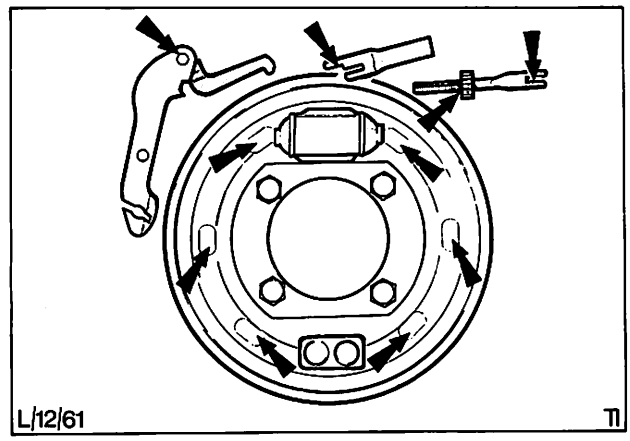

Abb. 40 Bremsbackenauflagen, Drehzapfen und Druckstangengewinde
5. Drehzapfen des Schwinghebels sowie Druckstangengewinde und Ratschenrad vor dem Einbauen mit Fett nach Ford-Spezifikation SM-1C-1024A (Graphitöl und Lithiumfett) leicht schmieren. Außerdem Bremsbackenauflagen (6 Stück) und Druckstellen der Druckstange mit Wolfracute-Fett leicht schmieren, Abb. 40.